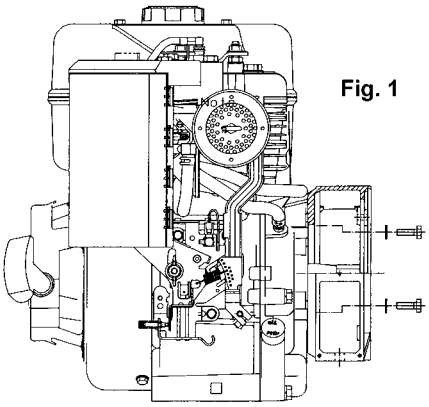

Fig. 1
-) mount the front cover on the motor, fixing it with the appropriate screws and applying a tightening torque of 48±7% Nm if using M10 screws or 21±7% Nm for M8 screws (figure 1)
| -) monter le couvercle avant sur le moteur en le fixant avec les vis prévues à cet effet et en appliquant un couple de serrage de 48±7% Nm si on utilise des vis M10 ou de 21±7% Nm en cas de vis M8 (figure 1) | -) den vorderen Deckel auf den Motor setzen und ihn mit Hilfe der entsprechenden Schrauben und einem Anzugsmoment von 48±7% festziehen, wenn Schrauben M10 verwendet werden, oder aber mit einem Anzugsmoment von 21±7% Nm bei Verwendung von Schrauben M8 (Abbildung 1) | -) monte la tapa anterior encima del motor sujetándola con sus tornillos y aplicando un par de torque de 48±7% Nm si utiliza tornillos M10, o de 21±7% Nm si utiliza tornillos M8 (fig. 1) |